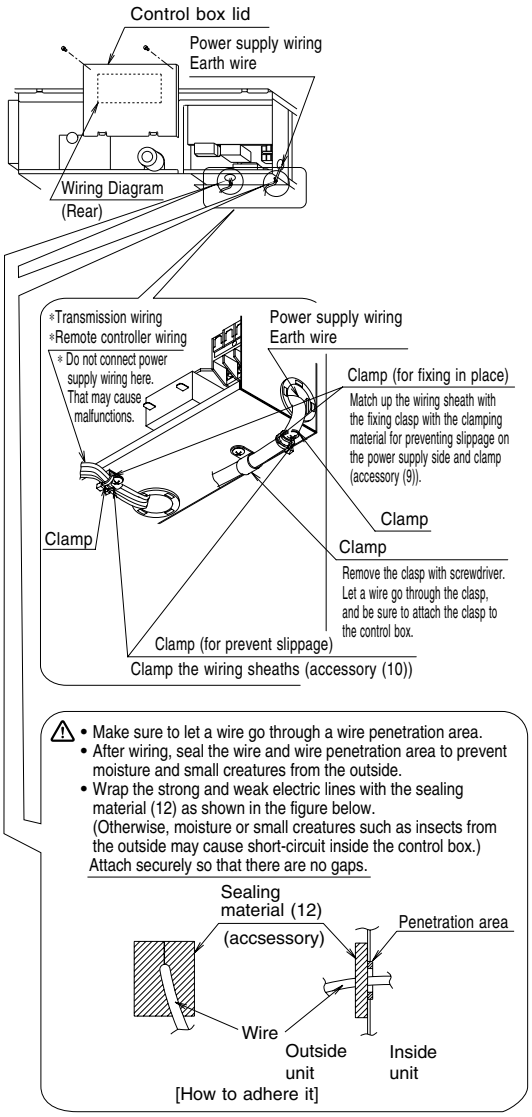

Fig. 17
- Wire only after removing the control box lid as shown in Fig. 17.
- When clamping the wiring, use the included clamp material (9) and (10) as shown in the Fig.17 to prevent outside pressure being exerted on the wiring connections and clamp firmly.